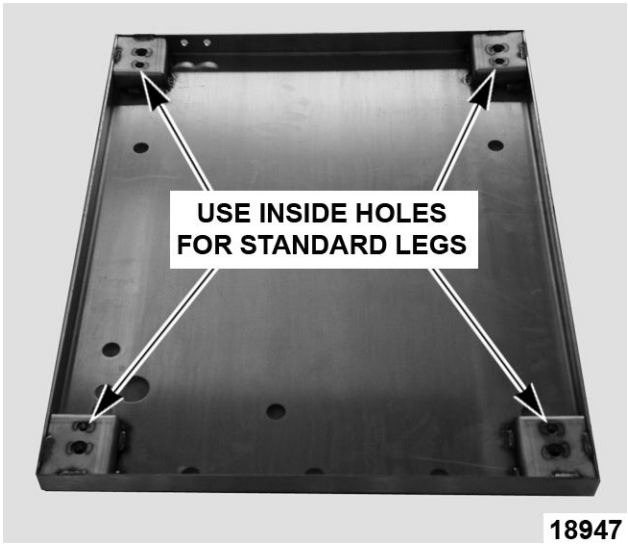
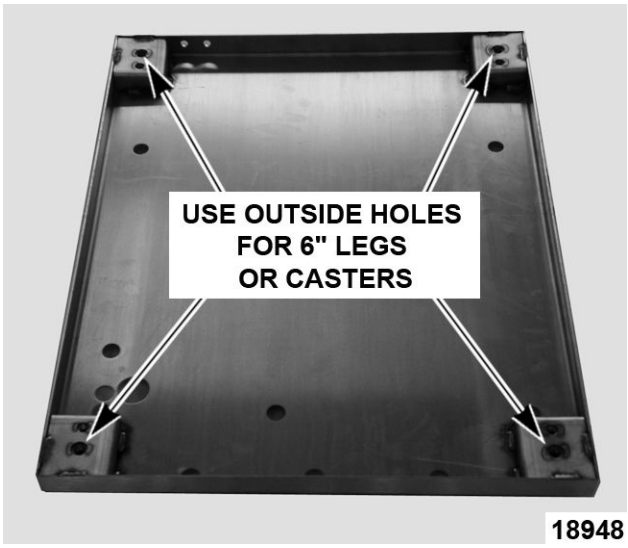

Fig. 4
Fig. 5
2. Remove legs from both steamers and install legs (Fig. 4) or if applicable casters (Fig. 5), on bottom of stack plate base weldment.